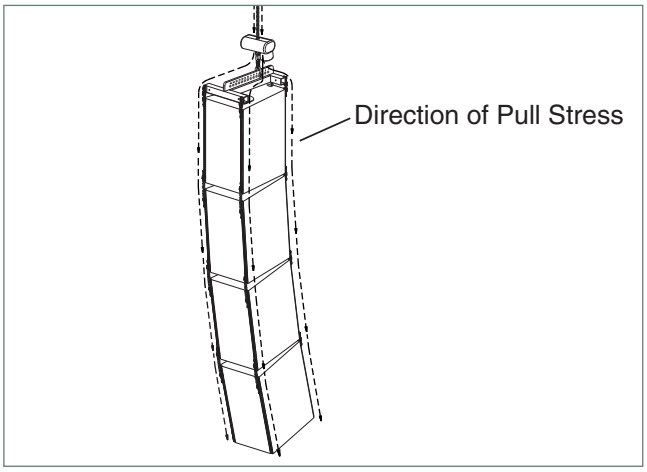

Figure 1
1. To transmit all load stresses through the metal rigging structures and not through the wood cabinet panels. This allows taller arrays of cabinets and adds confidence to those using the system (See Figure 1 on the following page).
away from the wooden cabinet. L-Track-equipped cabinets, in use with an MTG-4 top grid or MRF-6 rigging frame, ensure that an almost straight pull exists through the L-Track and connection fittings in a column of flown loudspeakers. An MTG-4-based system is illustrated in the following figure (Figure 1).